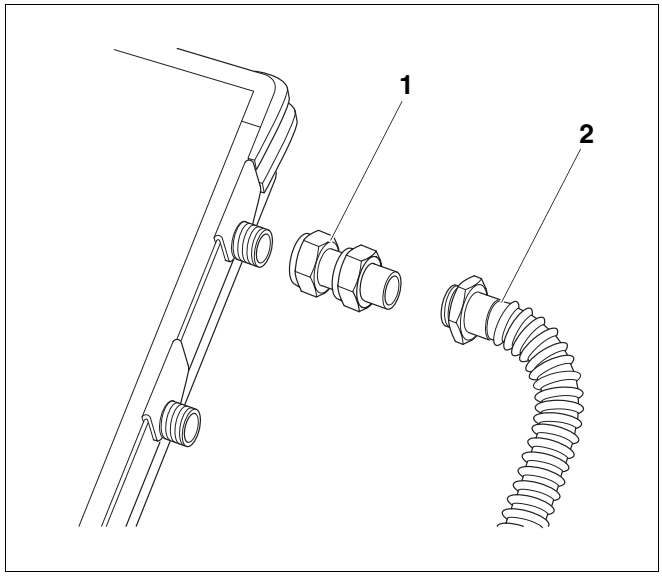

Afb. 65 Vertrekleiding aansluiten
Bij de montage van de aansluitleidingen (evenals van de Tichelmannbocht) aan de rechterzijde van het collectorveld moeten de geleverde dubbele koppelingen (afb. 65, **pos. 1**) gebruikt worden.
- Schroef de zijde van de dubbele koppeling (afb. 65, **pos. 1**) met de witte dichting aan de collector.
- Sluit de vertrek- en retourleidingen (flexibele inox slang, afb. 65, **pos. 2**) aan de collector aan met behulp van de montage- en steeksleutel SW 27.